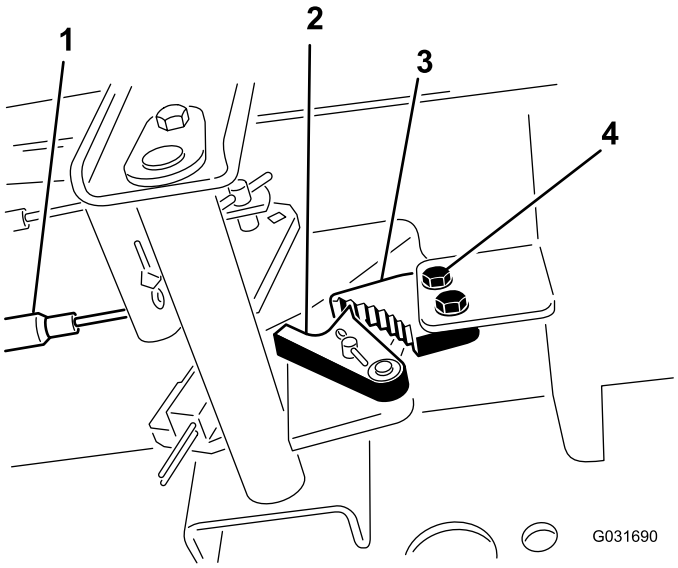

Figur 55
1. Løsne de to skruene som fester parkeringsbremsespaken til rammen (Figur 55).
2. Trykk parkeringsbremsepedalen fremover til bremsesperrehaken aktiveres fullstendig på bremsesperren (Figur 55).